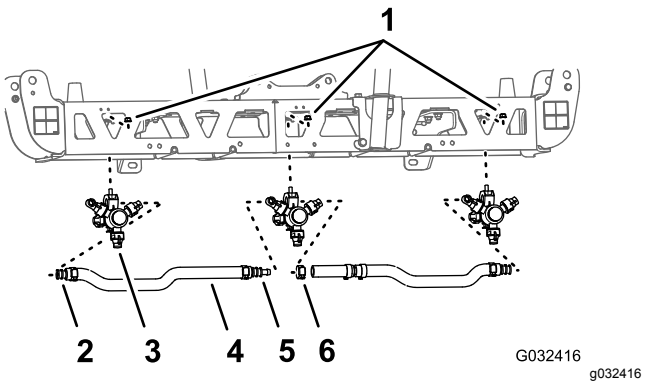
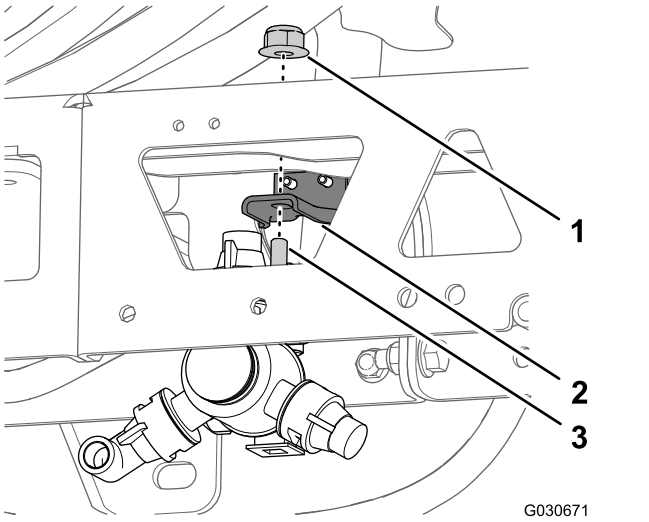

Rysunek 46
Rysunek 47
1. Na środkowej sekcji zraszania odkręć nakrętkę kołnierzową zabezpieczającą mocującą dyszę zraszacza do mocowania dyszy (Rysunek 46 oraz Rysunek 47).
3. Odłącz dyszę od środkowej sekcji zraszania (Rysunek 46 oraz Rysunek 47).
5. Odłącz węże (średnica wewnętrzna 3/4 cala), króćce węży z występem, obejmy i trójnik z występem od środkowej sekcji zraszania (Rysunek 46).